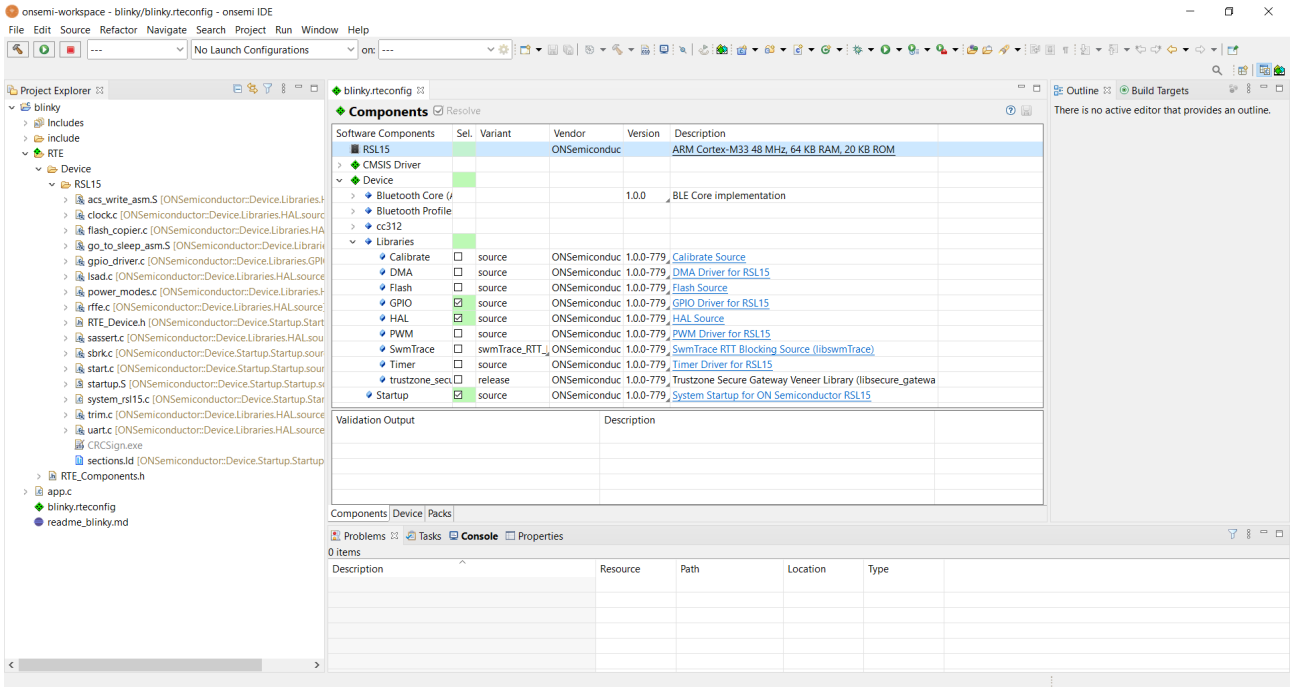

Figure 8. RTE Configuration for the Blinky Example Project in the onsemi IDE
3. The C/C++ perspective opens and displays your newly copied project. In the **Project Explorer** panel, you can expand your project folder and explore the files inside your project. Double-click on the file names to open them. In the Components view, the *blinky.rteconfig* file displays software components. If you expand **Device** > **Libraries**, you can see the **HAL** library and the **Startup** components selected for *blinky*. (See the "RTE Configuration for the Blinky Example Project in the onsemi IDE" figure (Figure 8).)